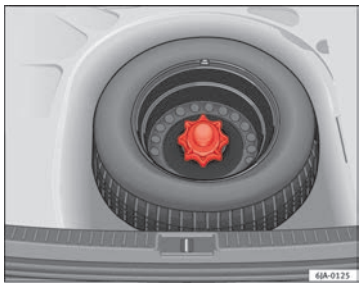

Fig. 130 Roda de emergência: piso de carga levantado
– Levante o piso de carga e mantenha-o numa posição elevada para poder retirar a roda de emergência ⇒ Fig. 130.